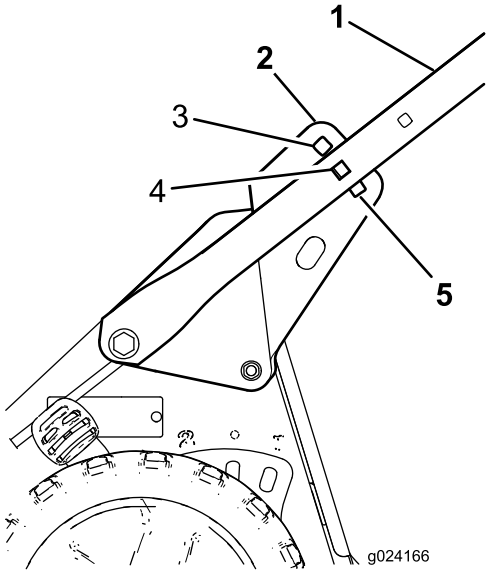

Figure 4
4. Tenez-vous derrière la machine à la position d'utilisation pour déterminer la hauteur du guidon qui vous convient le mieux (Figure 4).